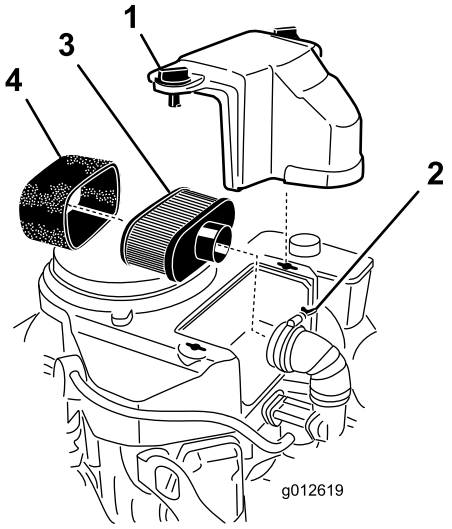

**Figuur 42**
3. Maak de omgeving van het luchtfilter schoon om te voorkomen dat vuil in de motor komt en schade veroorzaakt (Figuur 42).
4. Draai de dekselknoppen los en verwijder het luchtfilterdeksel (Figuur 42).
5. Draai de slangklem los en verwijder het luchtfilter (Figuur 42).
6. Trek het schuimelement voorzichtig van het papierelement af (Figuur 42).
1. Reinig het papierelement door er voorzichtig op te kloppen om het vuil te verwijderen. Als het papierelement zeer vuil is, vervang het dan door een nieuwe papierelement (Figuur 42).
1. Schuif het schuimelement voorzichtig op het papierelement (Figuur 42).
2. Monteer het luchtfilter op de luchtfilterbasis of de slang en zet dit vast (Figuur 42).
3. Monteer het luchtfilterdeksel en zet dit vast met de dekselknop (Figuur 42).